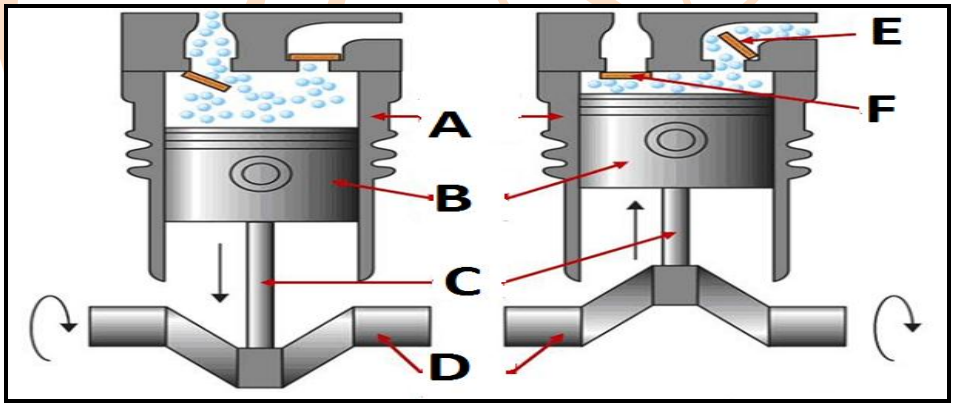

FIGUUR 3
2.2 FIGUUR 3 hier onder dui 'n tipe kompressor aan wat in die verkoelingbedryf gebruik word.
2.2.1 Identifiseer die tipe kompressor wat in FIGUUR 3 hier bo aangedui word. (1)